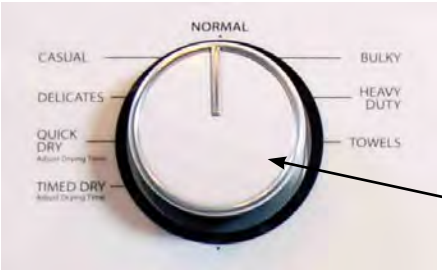

Figure 1
3. Pull the cycle selector knob off the switch shaft (see Figure 1).